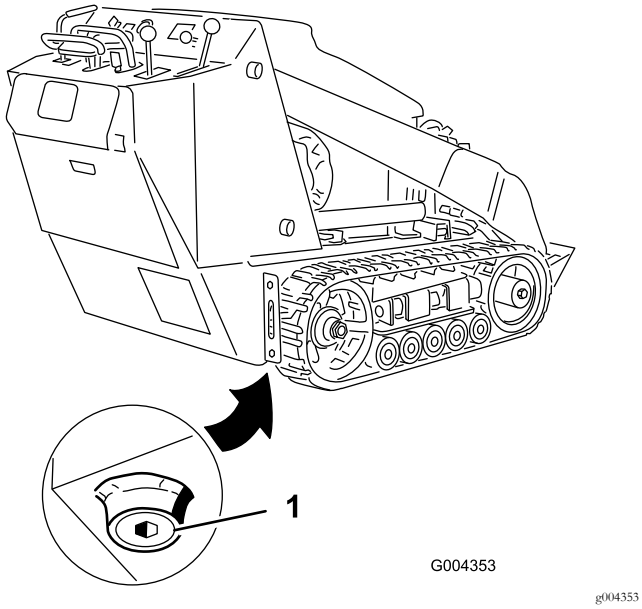

**Rysunek 38**
4. Wykręć korek spustowy (Rysunek 38).